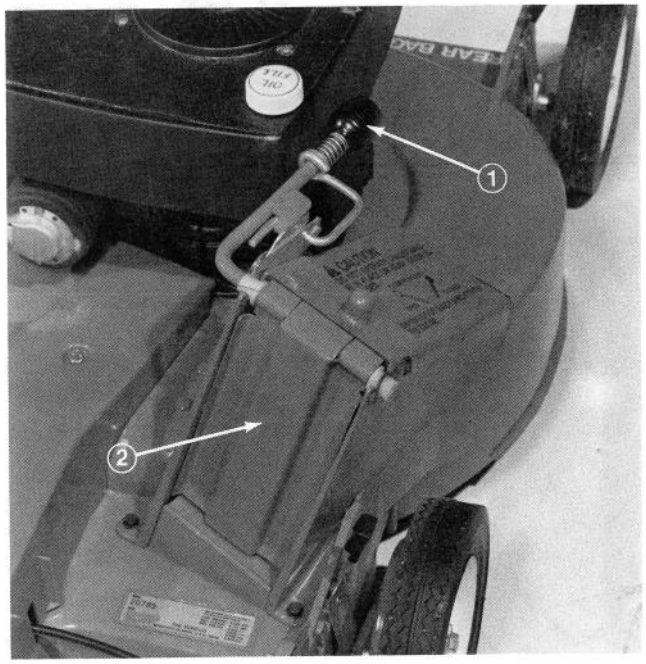

Figure 20
1. Squeeze lockout lever, move chute door handle fully forward, and release lever into housing latch (Fig. 20). The chute door in mower housing is now closed, and mower is ready for mowing operation.